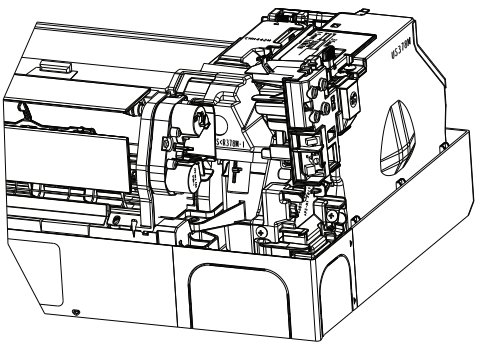

Fig. 2
3) Open DISP_GAS_HOLDER. (Fig. 2)